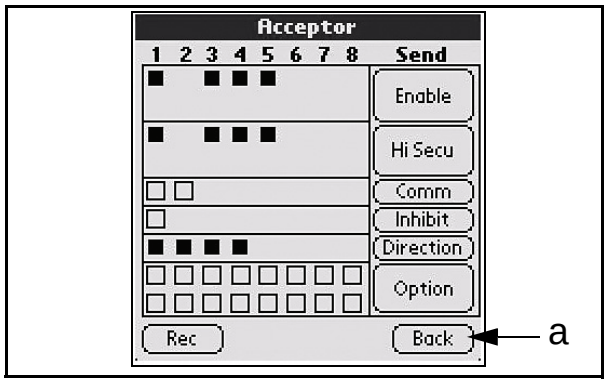

Figure 7-7 Acceptor Screen Functions
6. The **Acceptor** Screen Functions illustrated in Figure 7-7 are as follows:
7. Select [Back] to return to the **Settings** main Menu Screen (See Figure 7-7 a).